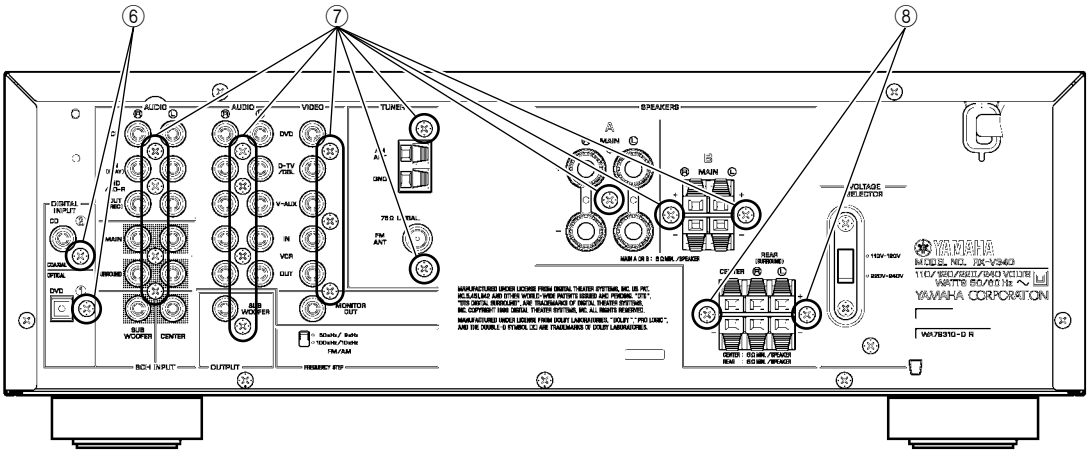

Fig. 3
b. Remove 2 screws (⑥). (Fig. 3)
b. ⑥のネジ2本を外します。（Fig. 3）
b. Remove 16 screws (⑦). (Fig. 3)
b. ⑦のネジ16本を外します。(Fig. 3)
b. Remove 2 screws (⑧). (Fig. 3)
b. ⑧のネジ2本を外します。（Fig. 3）